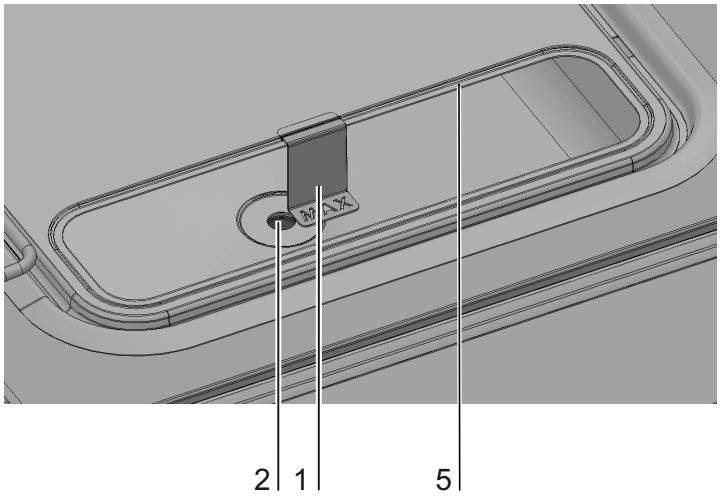

图 5-4. 液位指示器 “MAX”
5. 加水量不得超过最大液位标记 “MAX”(1/ 图 5-4)。 水箱的最大允许加水量 (5/ 图 5-4) 是 3 公升。
7. 重新装入预滤器 (2/ 图 5-4)。